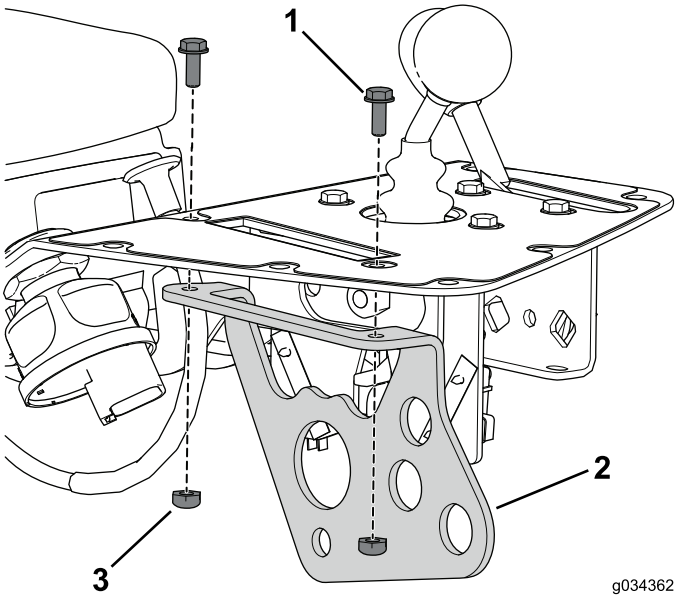

Figur 9
8. Fjern og kast de to boltene og mutterne som fester funksjonskontrollbraketten til konsollenheten (Figur 9).